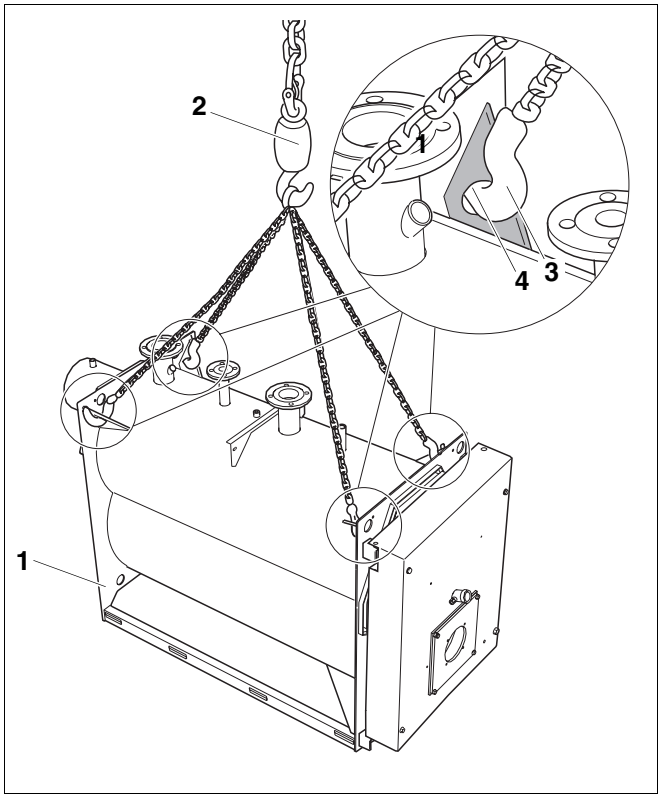

Rys. 4 Transport korpusu kotła przy pomocy dźwigu
Korpus kotła (rys. 4, **poz. 1**) można podnosić i transportować przy pomocy dźwigu.
- Wczepić haki liny transportowej (rys. 4, **poz. 3**) w otwory czterech węzłówek (rys. 4, **poz. 4**) na korpusie kotła.
- Zaczepić hak dźwigu (rys. 4, **poz. 2**) do liny transportowej.